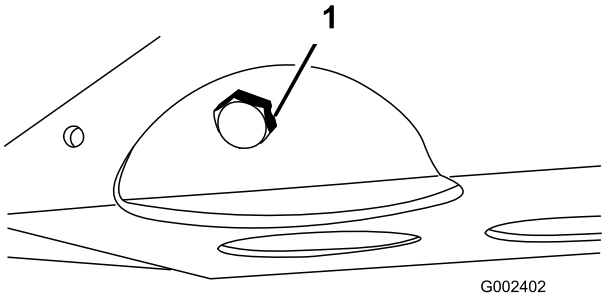

Figur 43
2. Fjern aftapningsproppen, og lad olien løbe ned i en bakke (Figur 43). Monter aftapningsproppen igen, når olien holder op med at løbe.